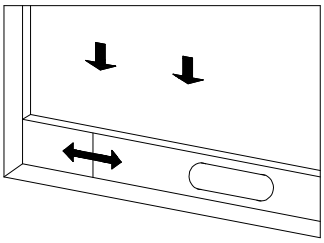
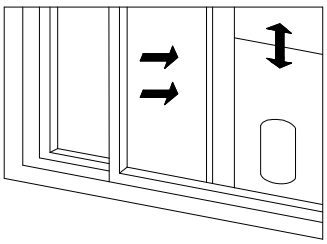

Figure 2
Figure 3
1)Half open the window，and mount the window sealing plate assembly to the window (as shown in Fig.2 and Fig.3).Components can be placed in horizontal and vertical direction.